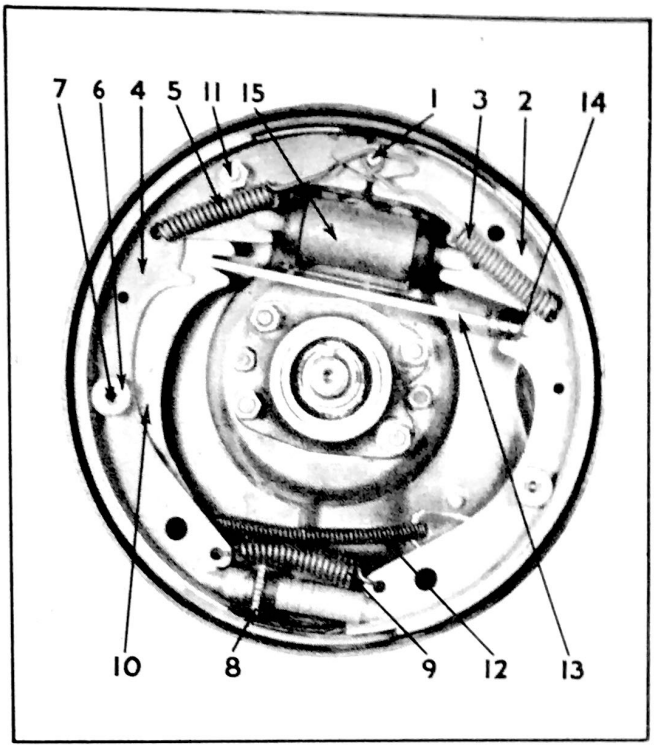

Figure 298 - Rear Brake
Regardless of the position in which the brake assembly is mounted, the primary shoe (2, Fig. 298) is always "ahead" of the anchor (1) in the direction of the forward rotation of the drum and transmits servo action to the secondary shoe (4) thru the adjusting screw (8) during a forward braking application.
Remove brake shoe retracting springs Fig. 298, and connecting links.